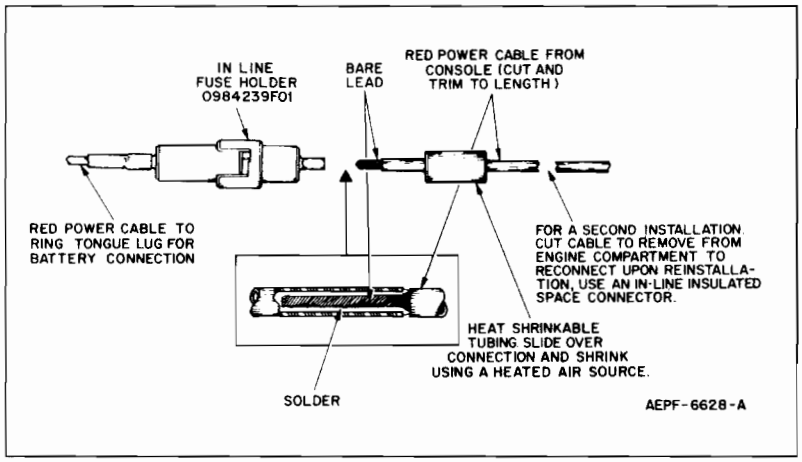

Figure 6.
e. Refer to Figure 6. Cut and trim to length the red power lead and connect the red lead to the fuseholder.